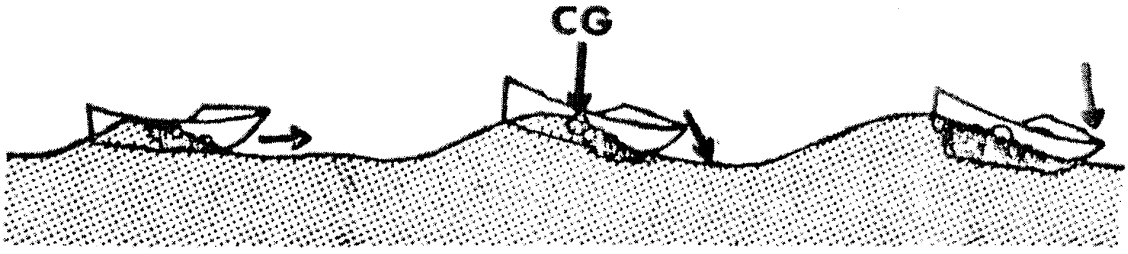

Figure 20 - Wrong and dangerous positioning
e. The wrong procedure in positioning the boat on a wave is to place the boat's center of gravity forward of the wave crest. In this position the boat may be overrun by the wave, swamped and broached. (Figure 20 shows the wrong and dangerous positioning